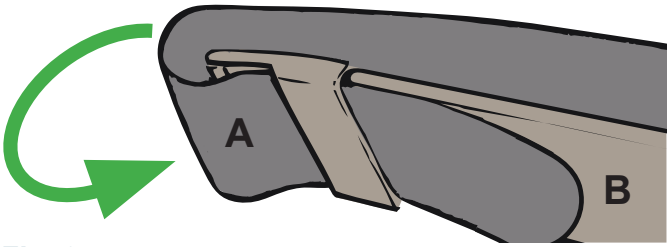

Fig. 6
9. Enfilez la sangle transversale (A) autour du guide de sangle (B). Voir fig. 6.